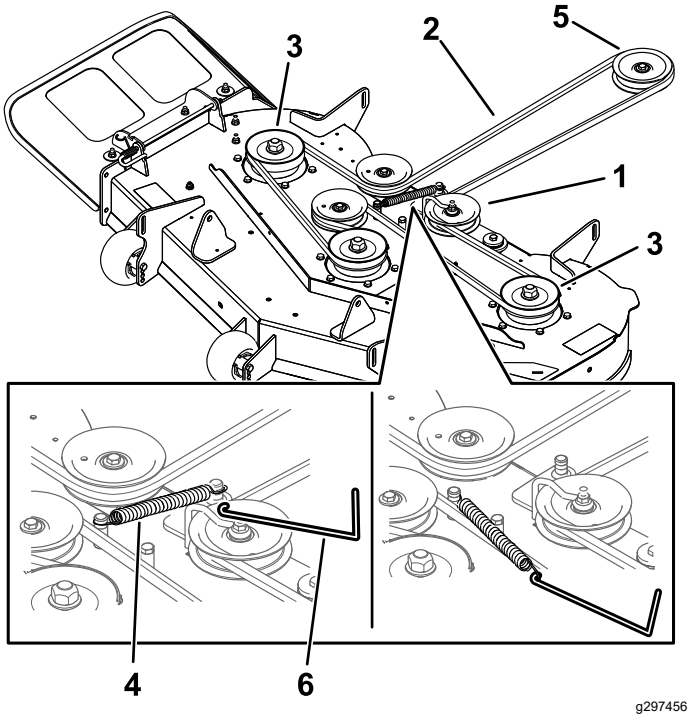

Rysunek 62
7. Za pomocą narzędzia do demontażu sprężyny (część Toro o numerze katalogowym 92-5771) zdejmij sprężynę jałowego koła pasowego z zaczepu podwozia, luzując napięcie jałowego koła pasowego, po czym zdejmij pasek z kół pasowych (Rysunek 62).
8. Załóż nowy pasek wokół koła pasowego silnika oraz kół pasowych kosiarki (Rysunek 62).
9. Za pomocą narzędzia do demontażu sprężyny (część Toro o numerze katalogowym 92-5771) załóż sprężynę jałowego koła pasowego na zaczep podwozia, naprężając jałowe koło pasowe i pasek klinowy kosiarki (Rysunek 62).